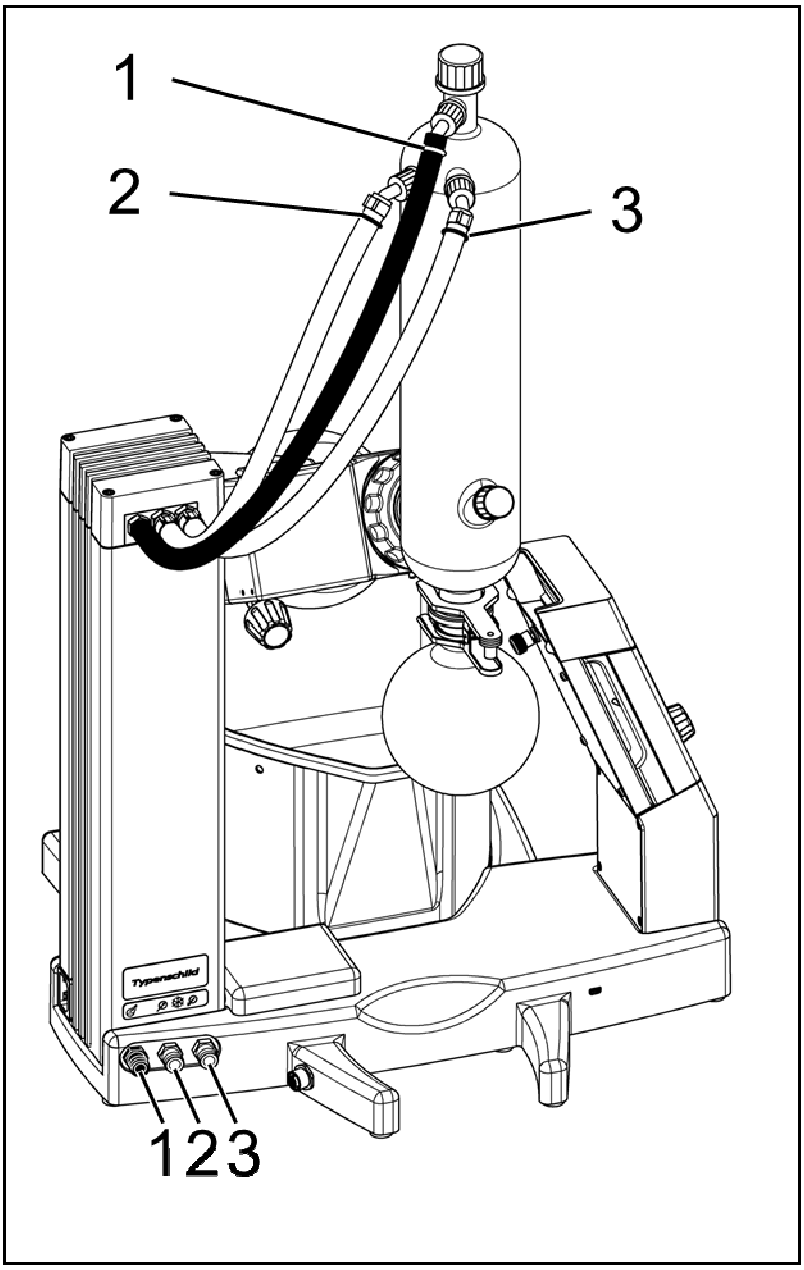

Fig. 5: Attaching lines for coolant and vacuum
4. Attach tubing (Fig. 5/**1** and **2**) or fill the cold trap with dry ice.
ℹ The hoses and connections are color-coded to simplify assignment (see Legend in Fig. 5).
ℹ Connect the vacuum lines only to the left side of the tower (see Fig. 5). The internal connection here has elevated chemical resistance (see Chapter 4, *Technical data*).